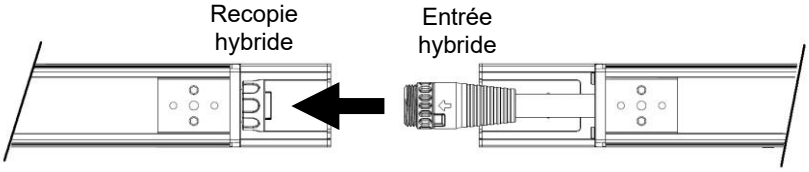

Figure 5. Interconnexion de deux appareils
- Directement, avec la queue de câble d'un appareil dans le connecteur de l'autre (voir Figure 5) ou
2. Voir Figure 5. Raccordez le connecteur de recopie d'un appareil à la queue de l'appareil suivant soit directement, soit avec un câble hybride disponible chez Martin.